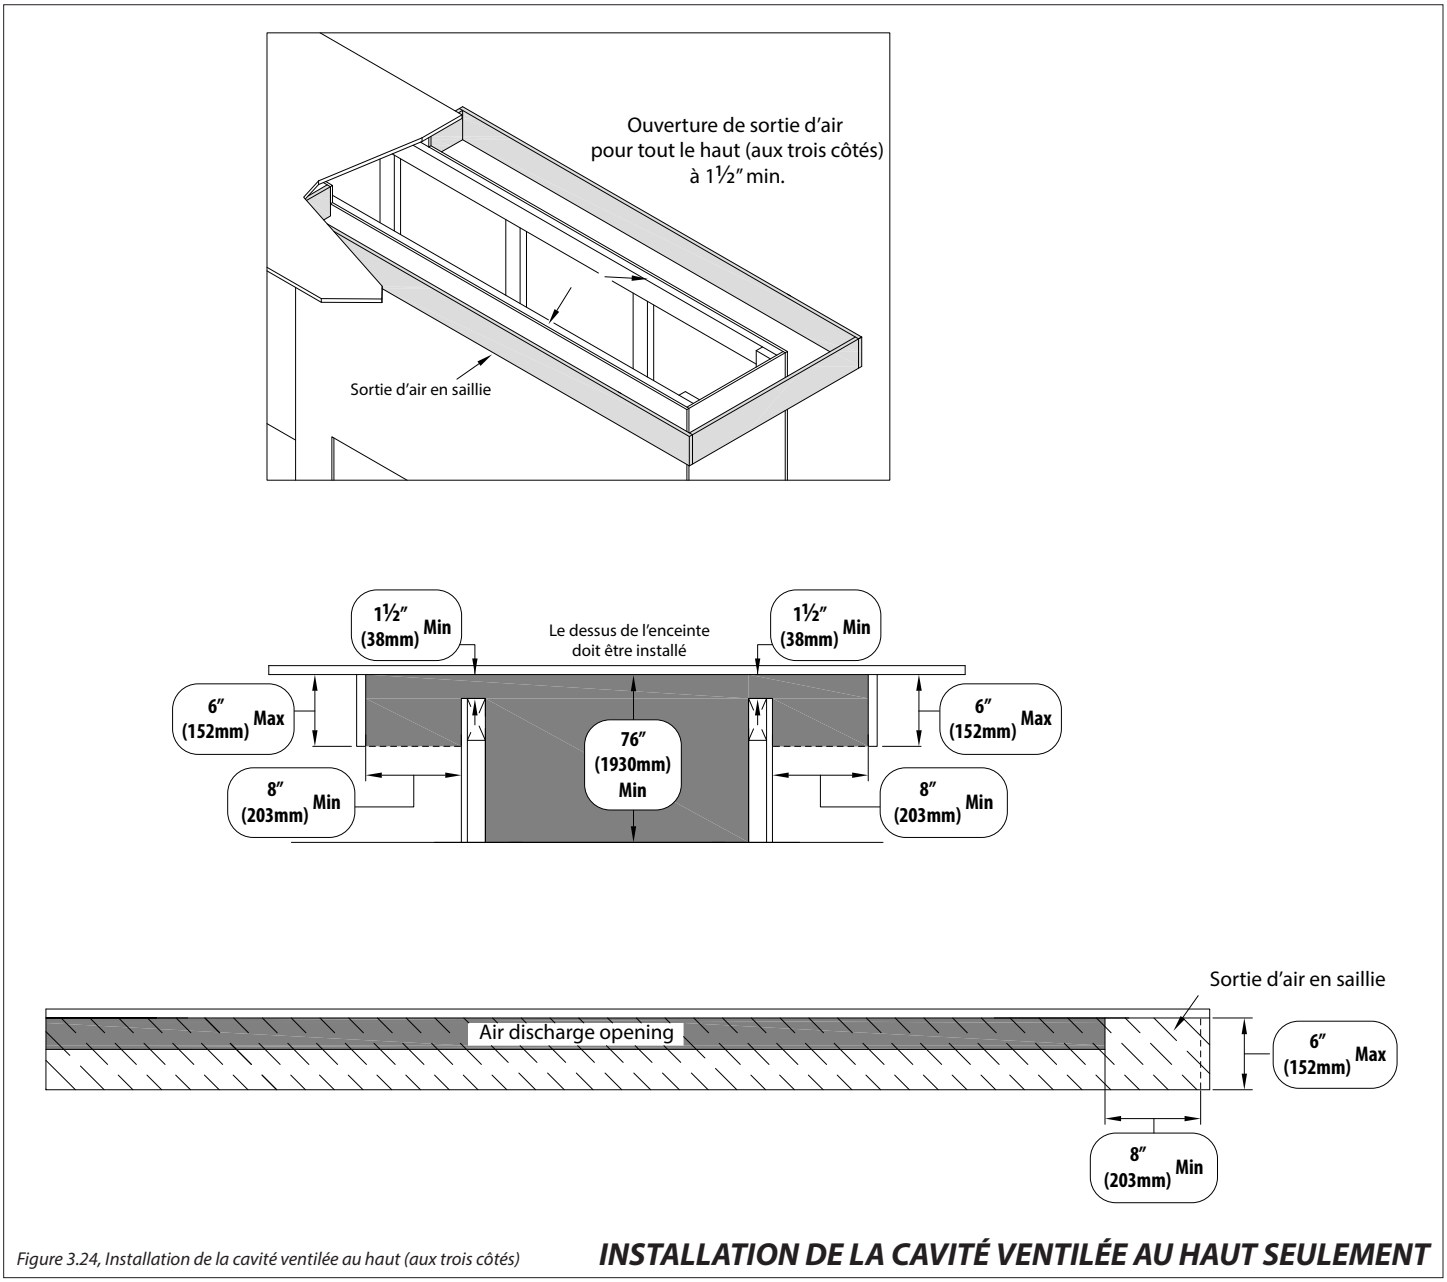

Figure 3.24, Installation de la cavité ventilée au haut (aux trois côtés)
- La Figure 3.24 montre le dégagement minimal de 1-1/2 po (38 mm) entre le dessus de l'enceinte du foyer et le plafond, aux trois côtés de l'enceinte.
- La Figure 3.24 est montrée avec les sorties d'air en saillie devant les ouvertures de sortie d'air. Cette méthode d'installation optionnelle peut servir à dissimuler les ouvertures de sortie d'air.